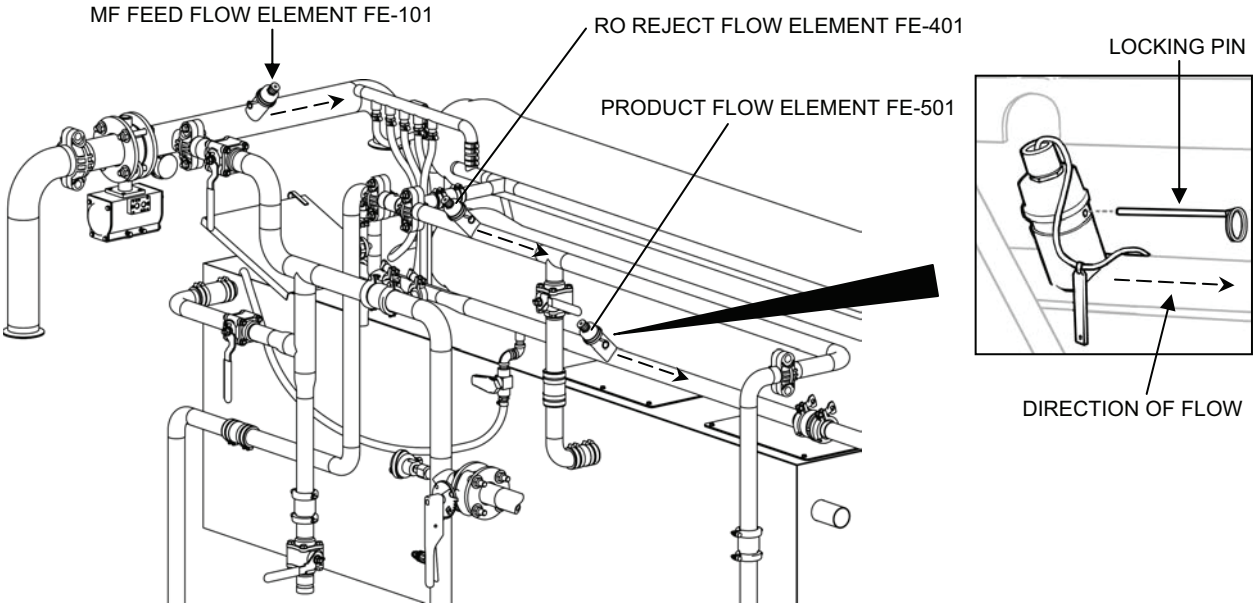

Figure 4. Tee-Mounted Flow Sensors.
a. Remove the locking pin holding the sensor in place, then remove the sensor from the process pipe (see Figure 4 for the location of the flow sensors).